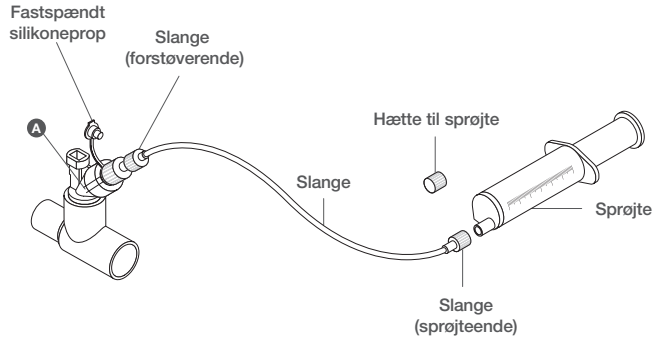

Figur 5. Slangesæt til kontinuerlig forstøvning
7. Sæt sprøjten, der er fyldt med lægemidlet, i sprøjtens infusionspumpe (pumpen er ikke vist på Figur 5).